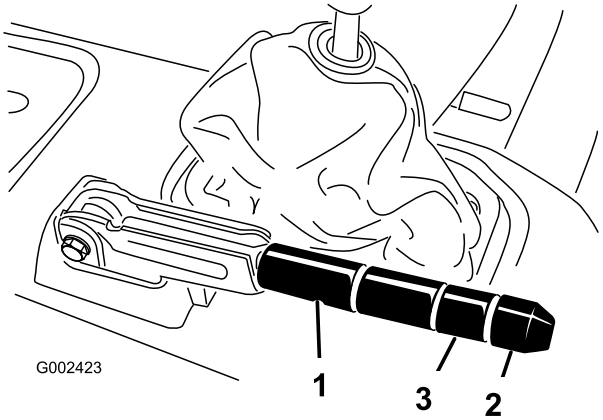

**Figur 63**
2. Lossa ställskruven som fäster ratten på parkeringsbromsspaken (Figur 63).